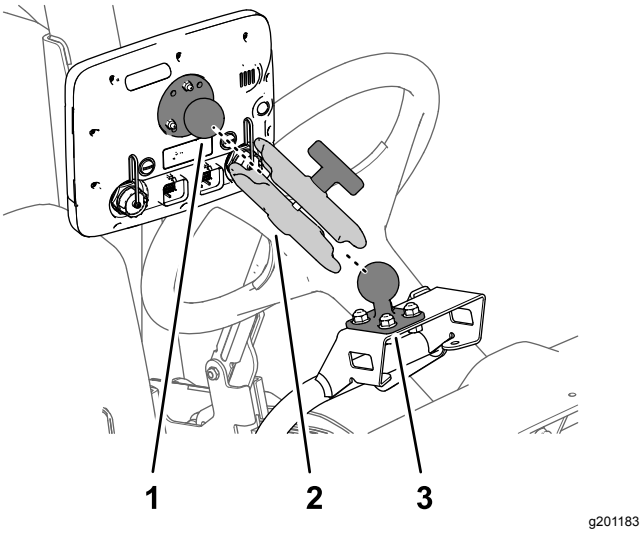

Figur 165
3. Monter kulekoblingen for monitoren og kulefestet til monitorarmen på maskinen (Figur 165).
4. Juster monitoren slik at den er synlig fra maskinens operatørposisjon, og stram knotten på monitorarmen for hånd (Figur 165).